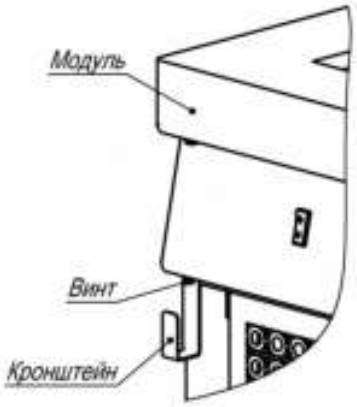

Рисунок 2
1.3.2.2 В состав изделий дополнительно входят шнуры питания, изделия для их установки, см. таблицу 3, и кронштейн для намотки шнура питания, см. рисунок 2.